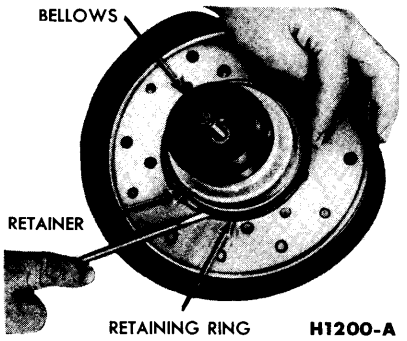

FIG. 6—Bellows Removal or Installation
4. Working inside the car below the instrument panel, disconnect the booster push rod link from the brake pedal assembly. To do this, remove the horseshoe-type retaining clip and slide the push rod link off the pin that is integral with the pedal (Part 8-4, Fig. 6).
2. Working inside the car below the instrument panel, install the mounting bracket-to-dash panel retaining nuts and washers. Connect the booster push rod link to the brake pedal assembly. To do this, slide the push rod link onto the pin that is integral with the pedal. Secure the link to the pin with a horseshoe-type retaining clip (Part 8-4, Fig. 6).
1. Remove the large bellows retaining ring, bellows, bellows retainer and support ring from the diaphragm and valve assembly (Fig. 6).
8. Position the bellows assembly and secure it to the diaphragm by installing the retaining ring (Fig. 6). **Make sure that the retaining ring is fully seated.**